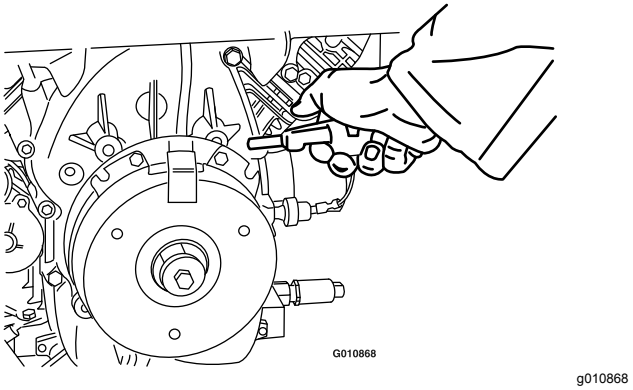

Figur 81
3. Använd tryckluft för att blåsa bort skräp som ansamlats under bromsstången och runt bromsdistanserna (Figur 81).